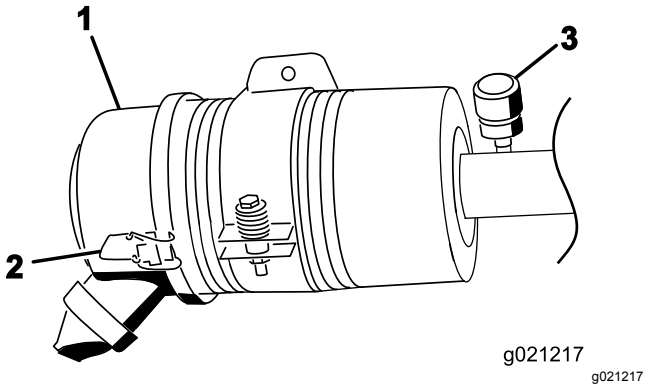

**Figur 83**
Efterse kun luftfilteret, når serviceindikatoren viser, at det er nødvendigt (Figur 83). Hvis du udskifter luftfilteret, før det er nødvendigt, øger du blot risikoen for, at der kommer snavs ind i motoren, når filteret afmonteres.
2. Åbn låsene, der fastgør luftfilterdækslet til luftfilterhuset (Figur 83).